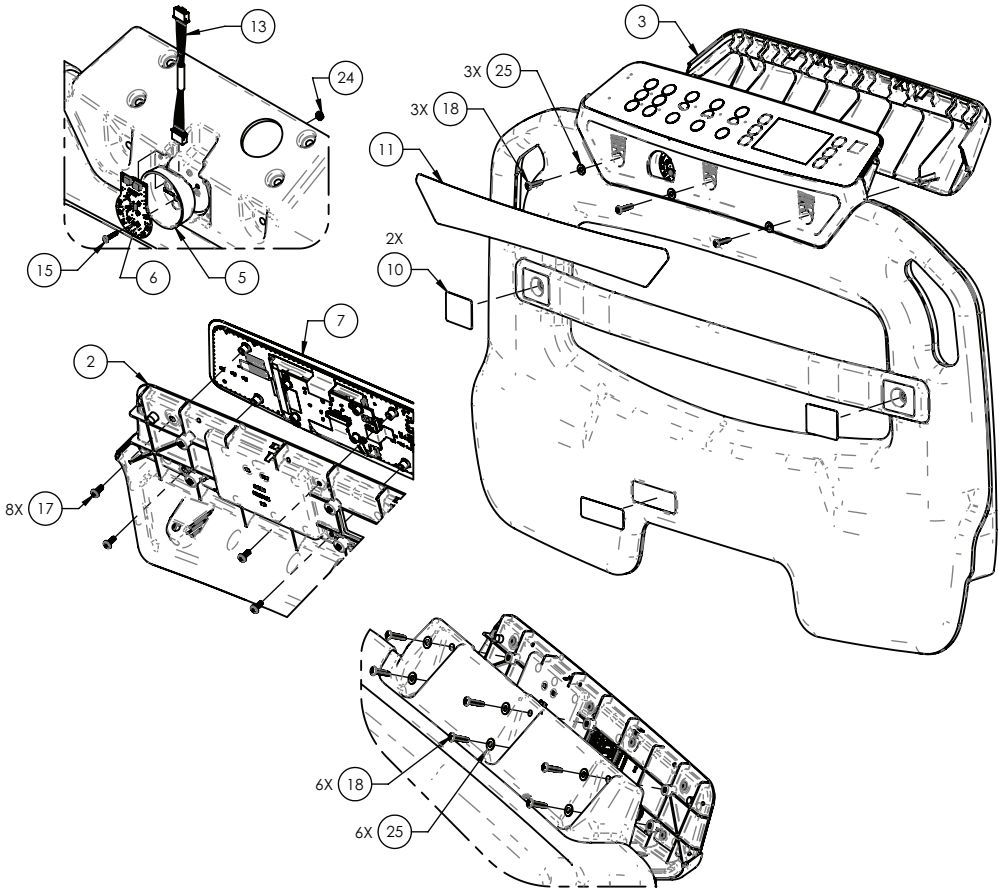

Figure 26 – Remplacement du clavier/de l'affichage du pied de lit
5. À l’aide d’un outil à pointe, retirer l’étiquette avant (11) du pied de lit (Figure 26).
6. À l’aide d’un tournevis cruciforme n° 2, retirer et conserver les trois vis (18) et rondelles (25) qui fixent le panneau arrière (3) au pied de lit (Figure 26).
7. Retirer et conserver le panneau arrière (3).
8. À l’aide d’un tournevis cruciforme n° 2, retirer et conserver les six vis (18) et six rondelles (25) qui fixent le clavier/l’affichage (7) au pied de lit (Figure 26).
9. Débrancher le câble du clavier/affichage et le câble lumineux du pied de lit iBed (13). Retirer et jeter le clavier/l’affichage (7) (Figure 26).